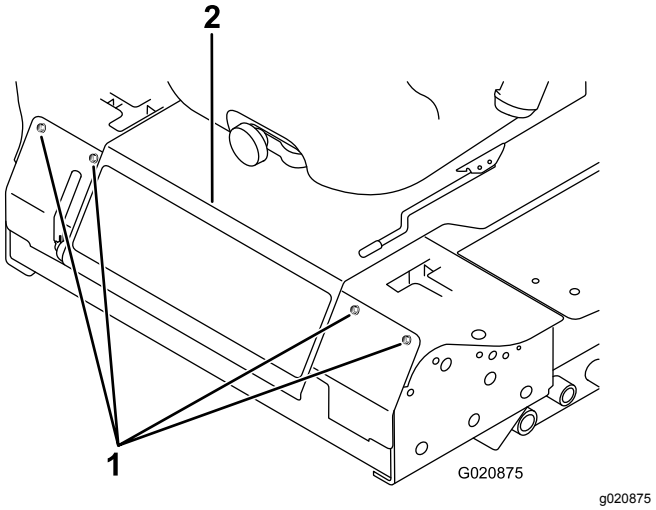

Figuur 46
2. Draai de bouten los waarmee het voorpaneel vastzit, en verwijder het paneel (Figuur 46).